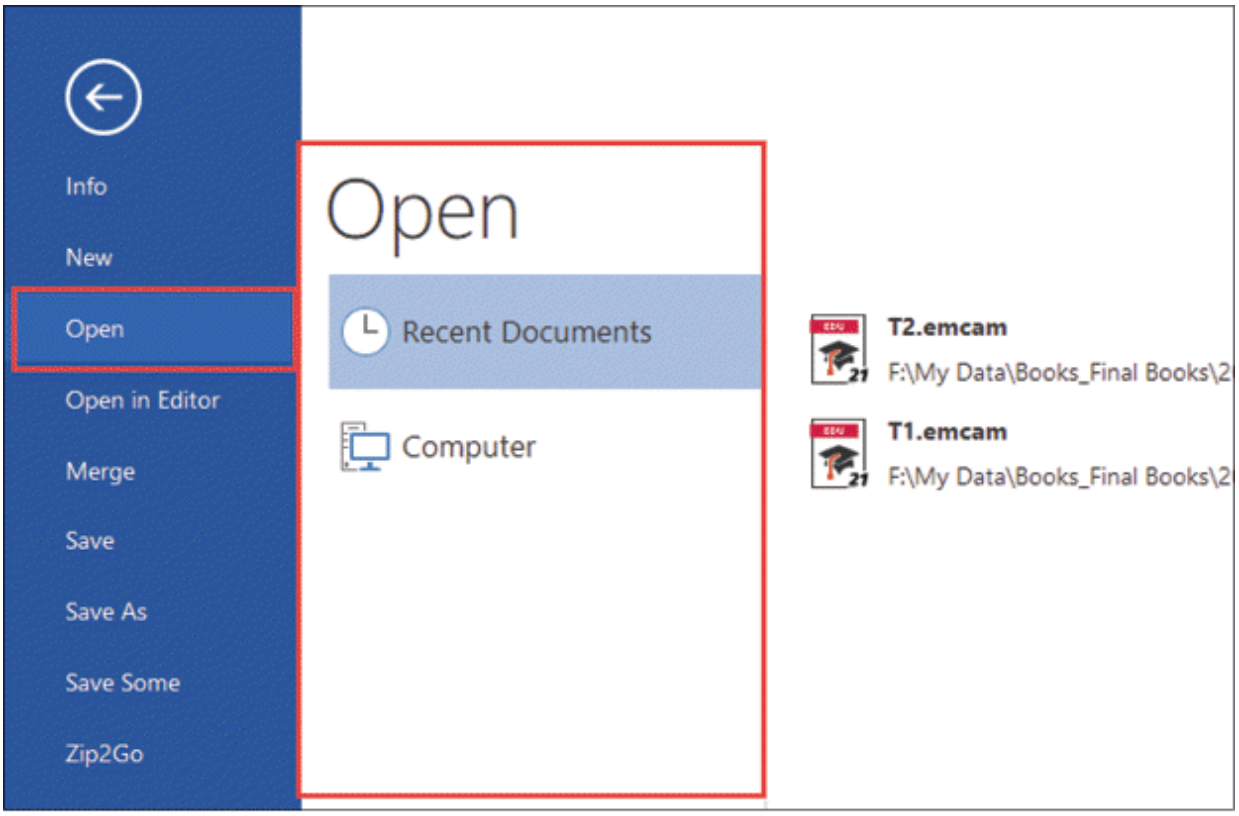

Figure-59. Options for opening files
- Click on the **Open** tool from the **File** menu. The options to open files will be displayed; refer to Figure-59.